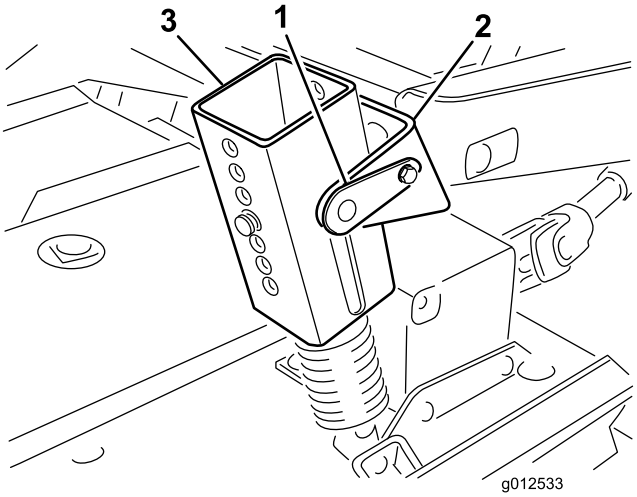

Figure 1
2. On 200 Series traction units only, disconnect the counterbalance from the traction unit, remove the locking pins from the brackets, separate the spring tension assemblies from the brackets and lay them down on the deck (Figure 1).
3. Lower the cutting unit, remove 4 pins from height-of-cut brackets (Figure 1).